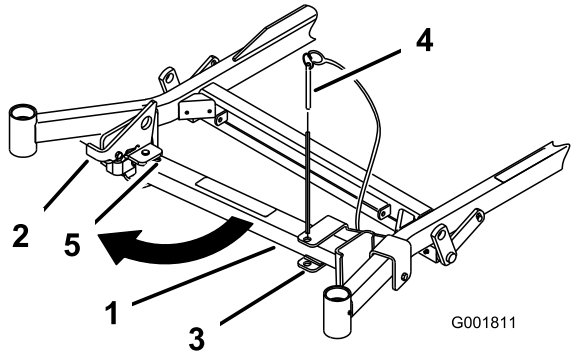
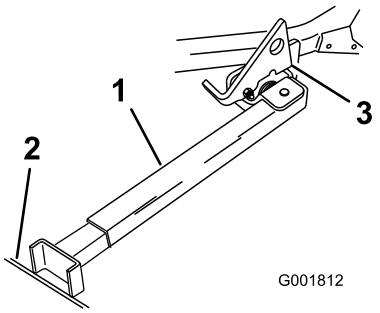

Figur 26
Figur 27
2. Ta bort fästpinnen (Figur 26).
3. Höj spärrhaken. För stativets fot utåt och skjut stativet mot maskinen, in i spårets botten (Figur 26 och Figur 27).
4. Sätt stativets fot på marken och låt spärrhaken vila på den vridbara fliken (Figur 27).
Obs: För bästa resultat, sätt stativfoten i fåror på underlaget eller stick ned den i gräsmattan (Figur 27).
6. Kör upp på stativet. Stanna när spärrhaken faller ned över fliken i det låsta läget (Figur 27). När maskinen står på stativet lägger du i parkeringsbromsen och stänger av motorn.
5. Återställ stativet till viloläget (Figur 26).